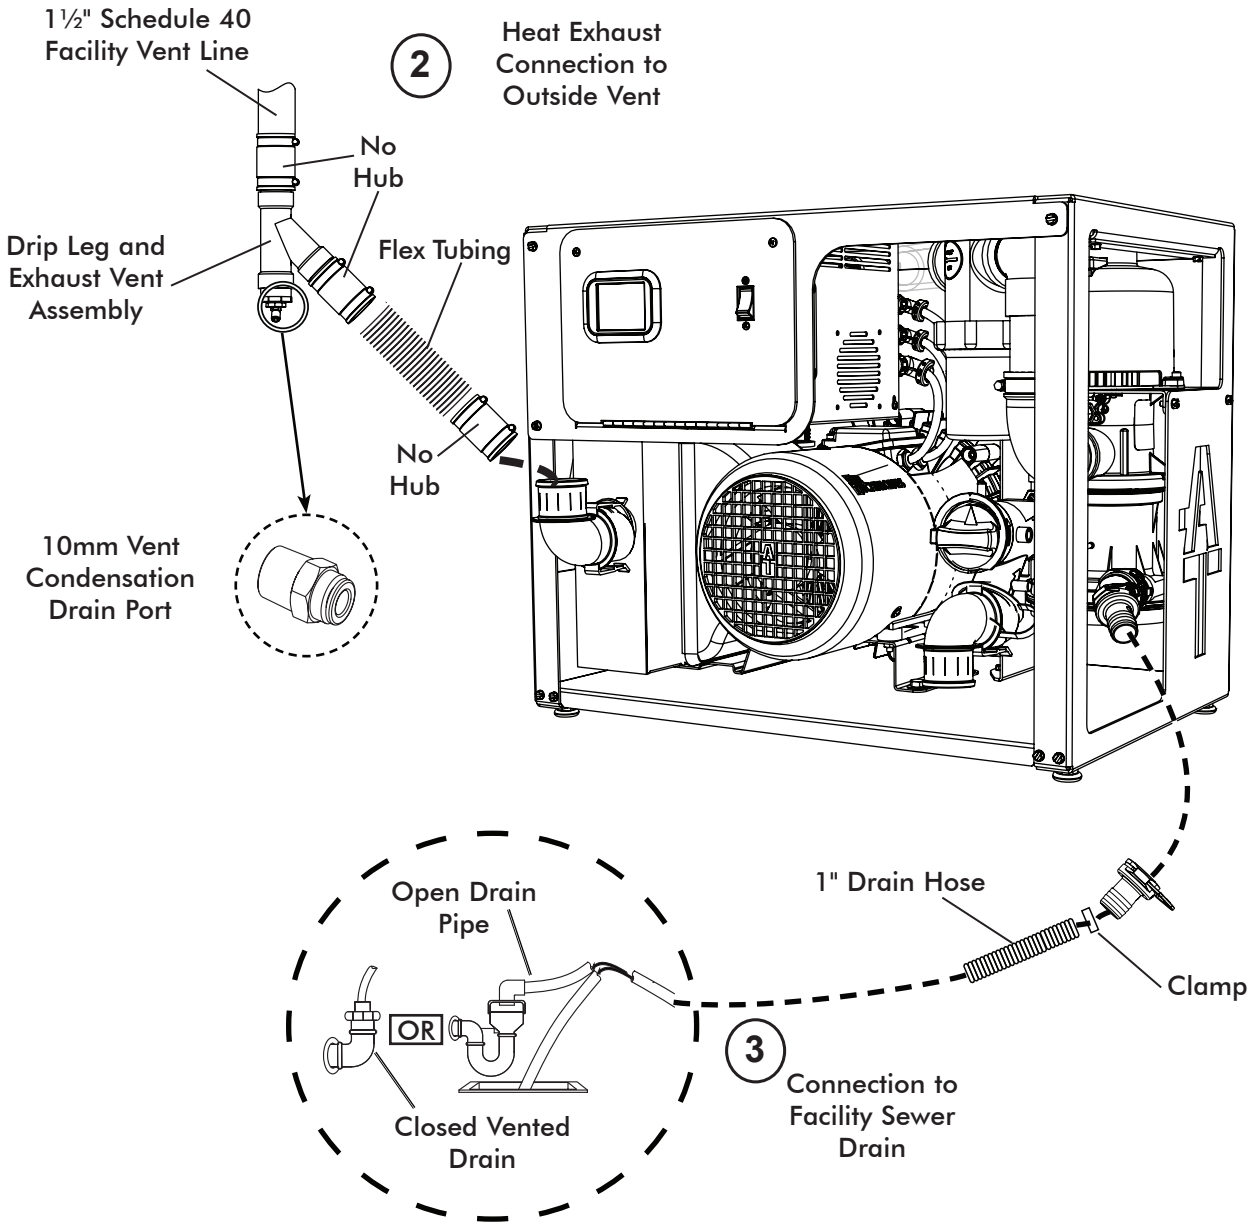

Figure 8. MOJAVE LT Detail Plumbing Connection
b. **Heat Exhaust Vent Connection**. As shown by Figure 8, connect the vent hose between the pump heat exchanger output and the facility vent line. Secure with no hub adapters provided by the accessory kit.
3. **Drain to Facility Sewer Connection**. Refer to Figure 8, item (3) for the location of the Air/Water Separator drain. Use the 1-inch hose provided to connect the separator drain to the facility sewer. As shown by Figure 8, the sewer connection can be made as either a closed vented drain or open drain pipe method.